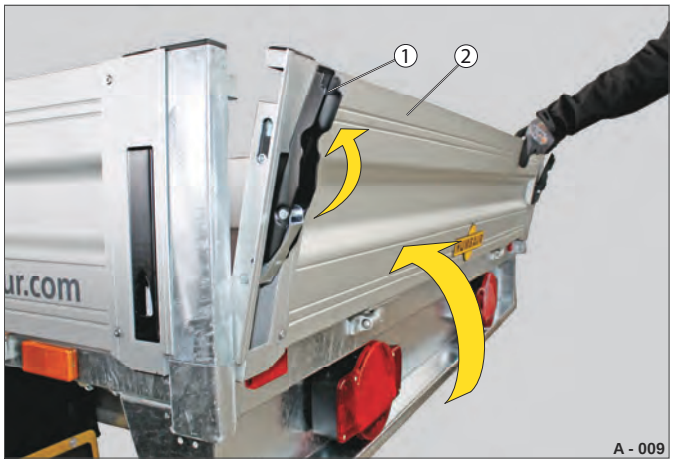

Fig. 12 Lukning af kantplade (f.eks. HA, HT)
▶ Åbn om nødvendigt lukkeanordningerne (Fig. 12 /1).
▶ Klap kantpladen (Fig. 12 /2) op - Hold hænderne væk fra lukkekanterne.